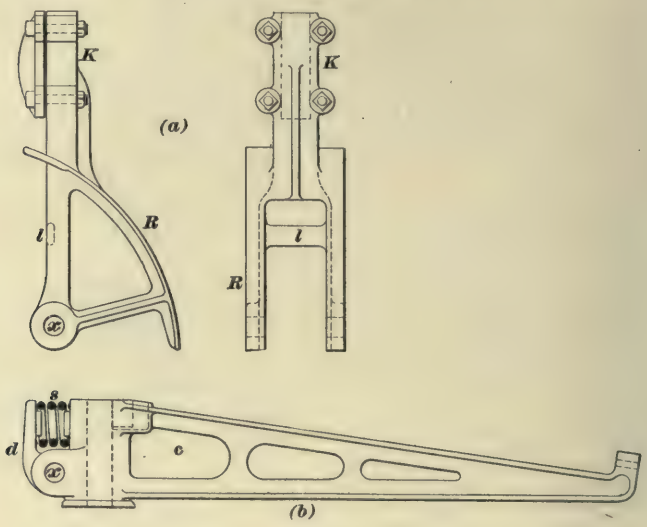
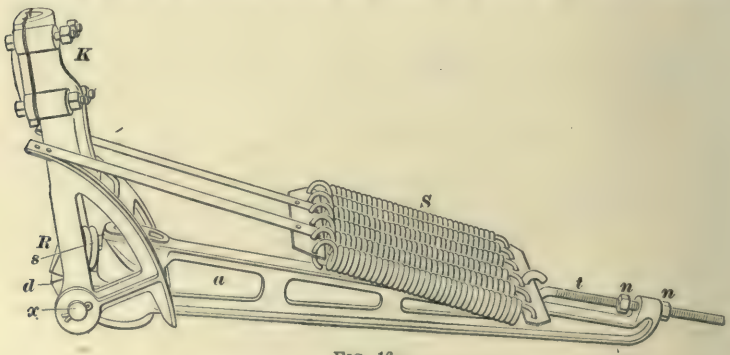

FIG. 15.
FIG. 16.
**14. The T. H. Trolley Stand.**—Figs. 15 (*a*), 15 (*b*), and 16 show a form of trolley formerly in good repute; Fig. 16 is a perspective view of the upper member of this trolley stand, and in the figure the pole is in its neutral position. Upon bending the pole to the left, rocker *R* winds up the straps attached to the spring frames and pulls out the battery of springs *S*. To increase the tension, nut *n* must be tightened up. To decrease the tension, nut *n* must be loosened. To take the base apart, rock the pole down as far as it will go and stick a spike or other piece of iron in between the lower part of rocker *R* and the upper part of
be rocked over, but must be swung around with the upper member. In Fig. 15 ($b$), a spring $s$ may be seen on main casting $c$. There is a projection on one side of the main